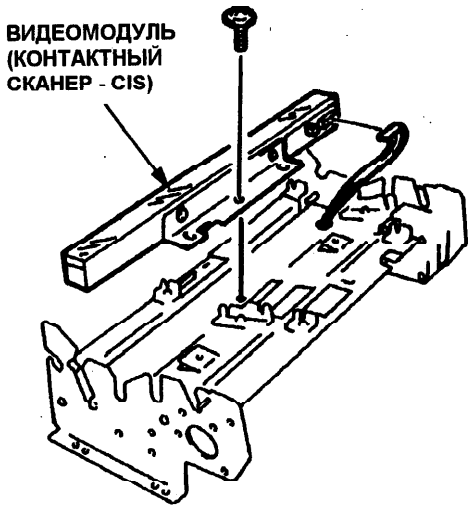

Рис. 3. Видеосистема (CIS)
6. Отсоедините разъем от модуля видеосистемы (CIS) (Рис. 3).